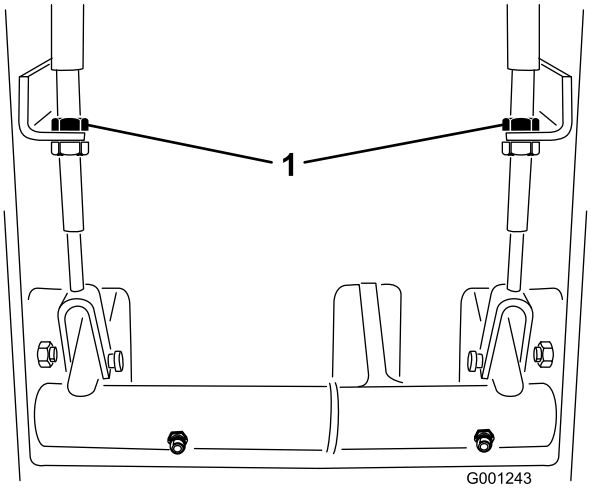

Figuur 63
2. Om de speling op de rempedalen te verkleinen, draait u de remmen vast. Draai hiervoor de voorste moer op het draadeinde van de remkabel los (Figuur 63). Draai vervolgens de achterste moer vast om de kabel naar achteren te halen totdat de rempedalen 13 tot 25 mm speling hebben.